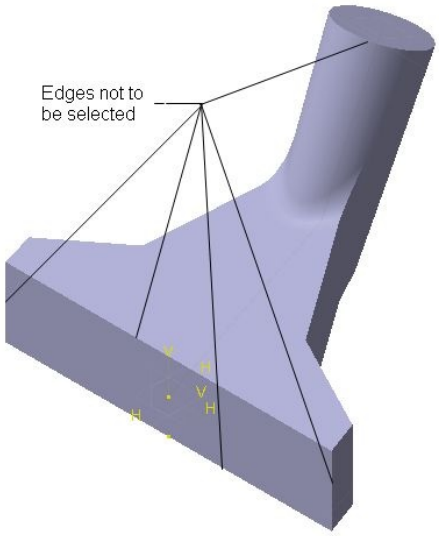

Figure 6-90 *Edges not to be selected*
4. Select all the edges of the model, except the edges that are shown in Figure 6-90.